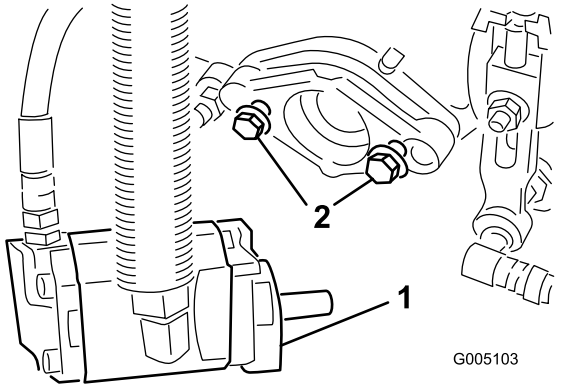

Figur 10
7. Monter monteringsboltene for spolemotoren på hver av klippeenhetene. La ca. 13 mm av gjengene være eksponert på hver monteringsbolt (Figur 10).
11. **Stram monteringsboltene** (Figur 10).